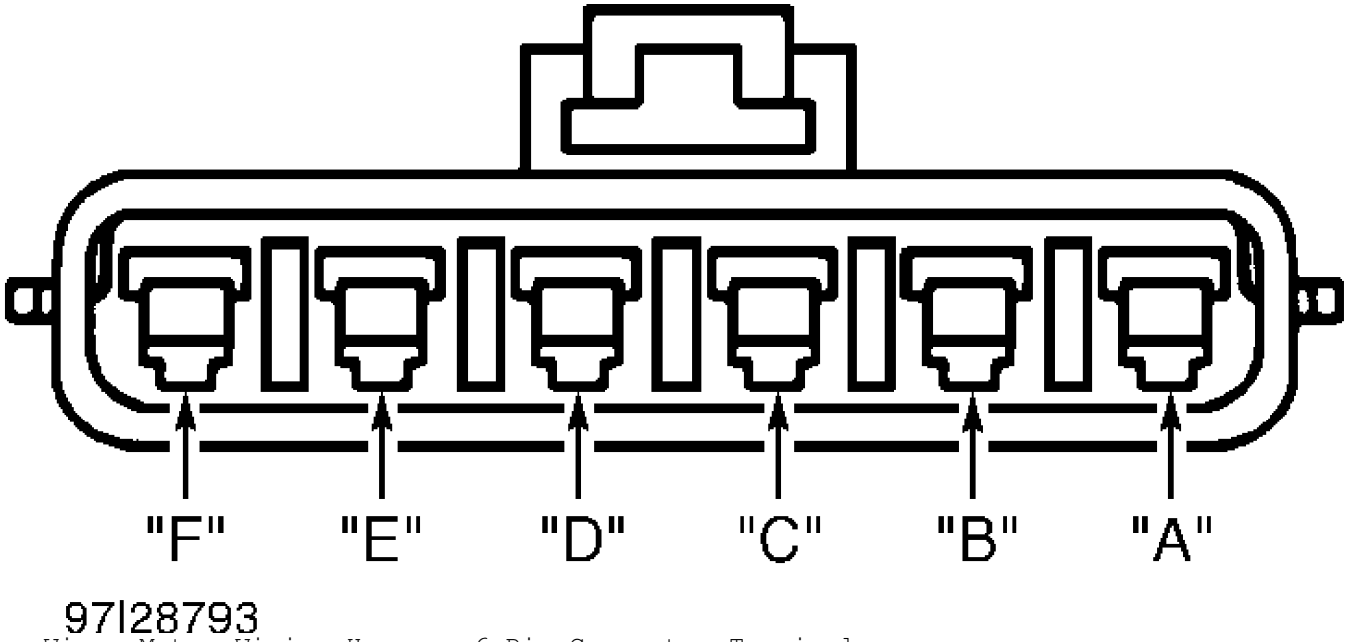

Fig. 4: Wiper Motor Wiring Harness 6-Pin Connector Terminals
3) If test light is on, reconnect wiper switch connector. Disconnect 6-pin connector from wiper motor. Connect test light between chassis ground and terminal "C" (Dark Green wire) of wiper motor connector. See Fig. 4. If test light is on, go to next step. If test light is off, check for open in Dark Green wire. If Dark Green wire is okay, replace wiper switch.
motor 6-pin connector. See Fig. 4. If test light is on, go to next step. If test light is off, check for open in Gray wire. If Gray wire is okay, replace wiper switch.
1) Turn wiper switch to OFF position. Disconnect 6-pin connector from wiper motor. Turn ignition switch to RUN position. Using a DVOM, measure voltage between chassis ground and terminal "B" (Gray wire) of wiper motor 6-pin connector. See Fig. 4.
1) Turn ignition switch to RUN position. Turn wiper switch to LO position. Disconnect 6-pin connector from wiper motor. Connect test light between wiper motor case (ground) and terminal "F" (Pink wire) of wiper motor 6-pin connector. See Fig. 4.